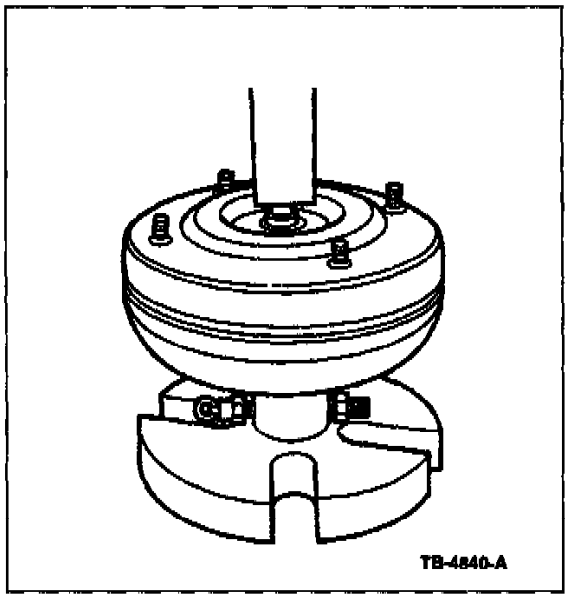

Figure 2
3. Place the torque converter with the tool installed into press and apply enough force to seal tool into the converter. Figure 2.